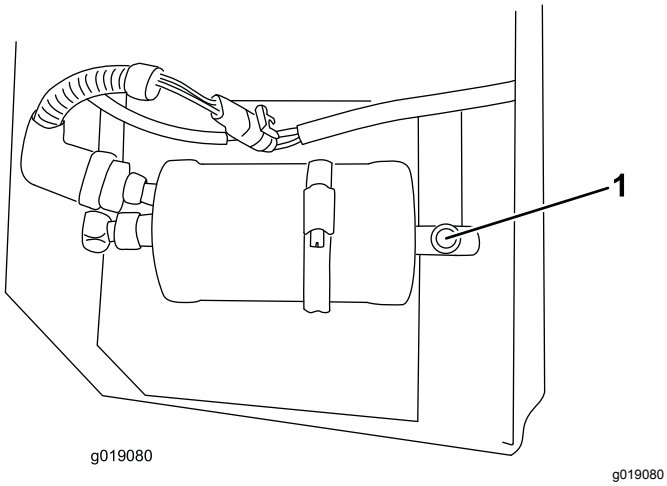

Bild 15
1. Prüfen Sie den Kühlmittelstand im Schauglas im Sammelbehälter (Bild 15).